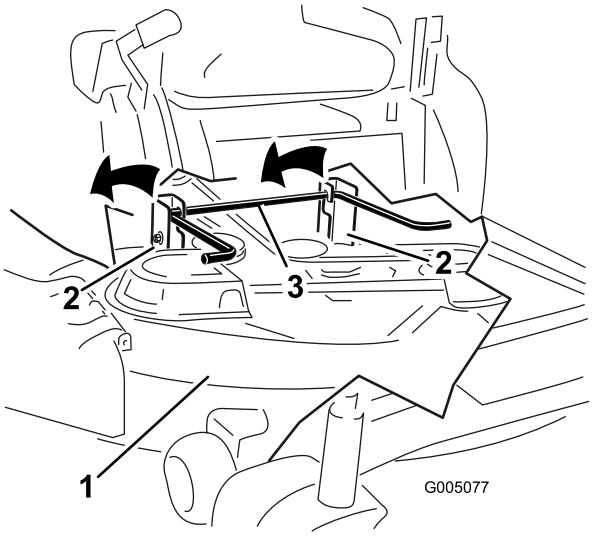

Figur 66
6. Løft plæneklipper og hængebeslag, så de er fri af den bageste løftestang, og sænk forsigtigt plæneklipperen ned på jorden (Figur 66).
5. Løft klippeskjoldets bagende, og før hængebeslagene over den bageste løftestang (Figur 66).